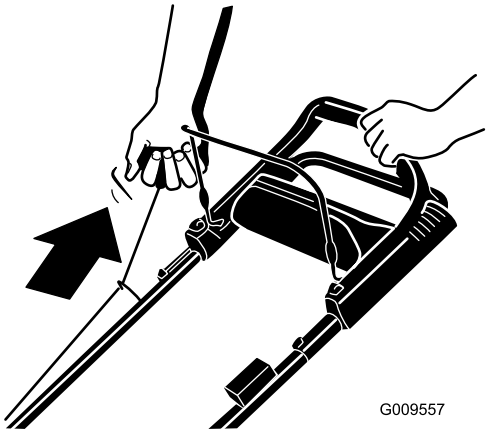

Figure 12
2. Tirez lentement la poignée du lanceur (Figure 12) jusqu'à ce que vous sentiez une résistance, puis tirez vigoureusement. Laissez le lanceur se rétracter lentement jusqu'à la poignée.